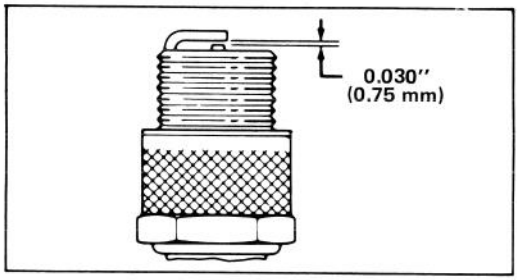

Afbeelding 10
3. Zet de luchtopening op 0,80 mm (Afb. 10). Installeer de bougie en pakkingszegel correct en draai de bougie stevig vast tot 20,4 N-m.
2. Druk de uiteinden van de klem die de brandstofleiding vasthoudt op de brandstoftankfitting (Afb. 10). Schuif de klem over de brandstofleiding.